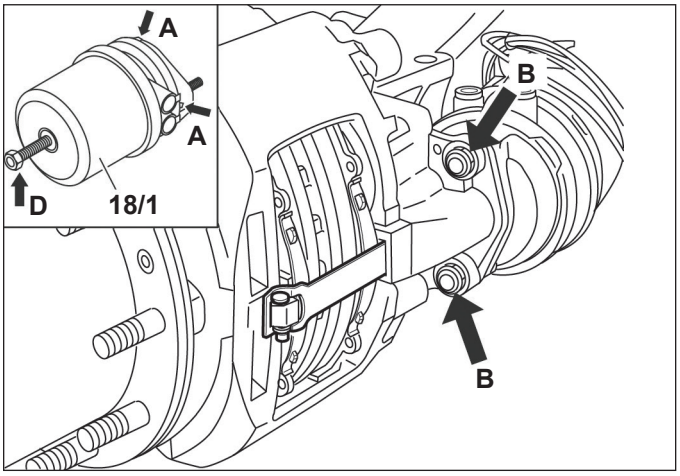

Figure 43 – Actuator Spring Caging and Removal
5.4.3 With the vehicle on a level surface and the wheels properly chocked, apply air to release the spring brakes (parking brakes) by using the dash-mounted air control valve. Back out the release bolt (*See Figure 43, arrow "D"*), using a maximum torque of 26 ft-lbs (35 Nm) to cage the air released spring force on the pushrod.
5.4.4 Exhaust the air from the brake chambers by using the dash-mounted air control valve. With all air pressure drained from the system, disconnect the air hoses from the brake chamber. While supporting the brake chamber in position, remove and discard the brake chamber mounting nuts (*See Figure 43, arrows marked "B"*). Remove the brake chamber.
Note: Where a new spring brake chamber is being installed, note that in some cases drain plugs are installed *(See Figure 43, arrows marked "A").* Where drain plugs are present, after installation, remove whichever plug is at the lowest position. The selected drain hole must be aligned downwards (or within ±30°) when installed on the vehicle. In the case of spring brake chambers, install the pads before uncaging the spring.